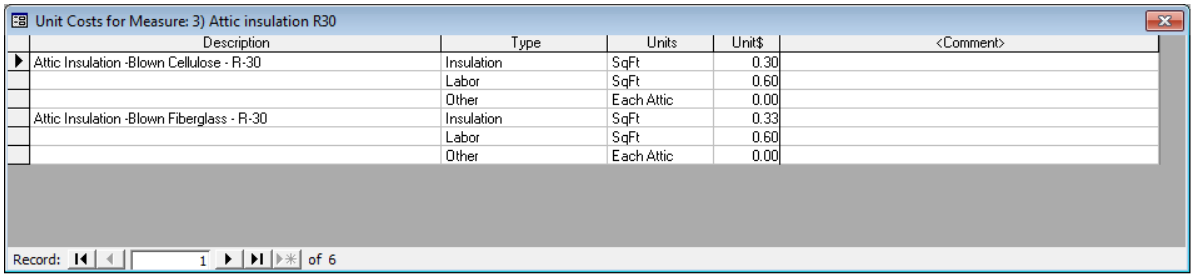

Figure 14.17. The Unit Costs of Measure sub-form for the Attic Insulation R-30 measure.
- **Costs** – Each measure listed on the Library Measures form has a "Costs" button on the right side of the form. Selecting this button for a measure will take you to the Unit Costs of Measure sub-form (see Figure 14.17), where the cost components for implementing the measure can be entered. The exceptions are the measures for replacing heating systems, cooling systems (only in MHEA), water heaters, and refrigerators. These measures require their costs to be entered on the audit forms. NEAT and MHEA use these costs for evaluating the cost-effectiveness of measures. These costs can be transferred to work orders. However, they may not represent the actual cost or detail cost breakup you may wish to have for the work orders. Therefore, they may be adjusted in the work orders (see "Estimated/Actual Costs and SIR" in Section 13.3, *Measures (Work Order)*).